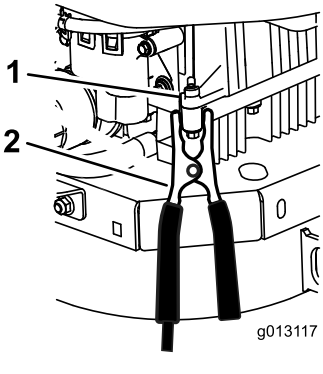

Figur 50
6. Foretag den sidste tilslutning på **motorblokken** (ikke på batteriets minuspol) på maskinen med det afladede batteri væk fra batteriet, og træd tilbage (Figur 50).